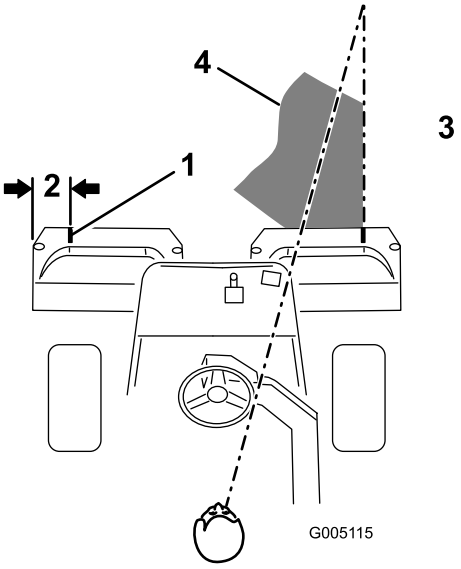
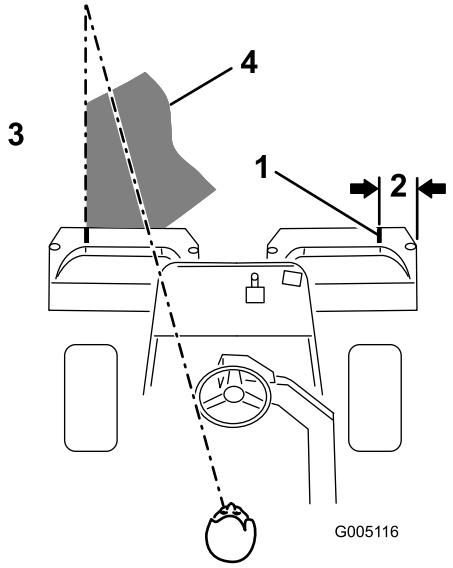

Figur 31
Figur 32
2. Fest en hvit tape eller mal en hvit stripe som løper parallelt med den ytre kanten på hver kurv (Figur 31).
3. Overlapp den forrige retursnarveien minimalt. For at du skal klippe i en rett linje over greenen og holde maskinen på lik avstand fra kanten på den forrige lengden du klippet, må du lage deg en siktelinje på ca. 1,8–3 m fremfor maskinen til kanten på den delen av greenen du ikke har klippet enda (Figur 31 og Figur 32). Noen synes at det hjelper å inkludere den ytre kanten på styrehjulet som en del av siktelinjen, dvs. holde kanten på styrehjulet i en rett linje i forhold til et punkt som alltid har samme avstand til fronten på maskinen (Figur 31 og Figur 32).